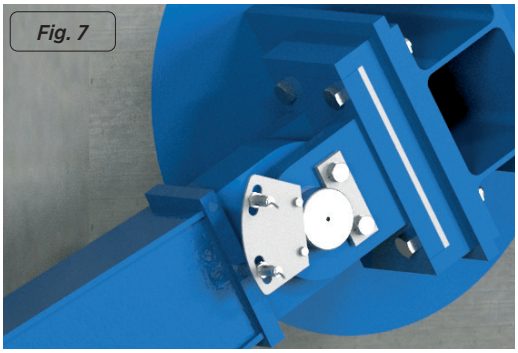

Fig. 7
- Verificare il corretto funzionamento di tutti gli elementi che costituiscono la saracinesca **CT**, realizzando delle manovre di apertura e chiusura a vuoto con i cilindri idraulici. Durante queste manovre si approfitta per regolare i finecorsa, i posizionatori... (fig. 7).